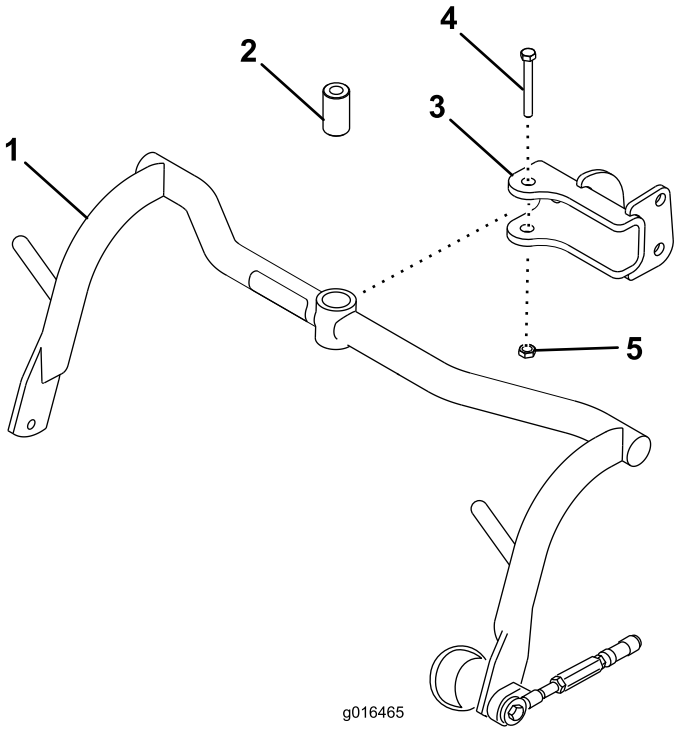

Figur 8
1. Monter en bærerrammeenhed på hver gaffelbolt med en afstandsklods, en bolt på 1/2 x 3-1/4 tomme og låsemøtrik på 1/2 tomme (Figur 8). Spænd til 91-113 Nm.